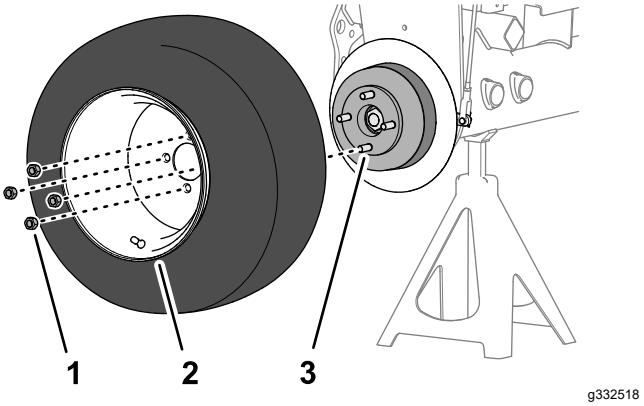

Figuur 60
1. Verwijder de 4 wielmoeren waarmee het voorwiel aan de naaf bevestigd is en verwijder het wiel (Figuur 60).